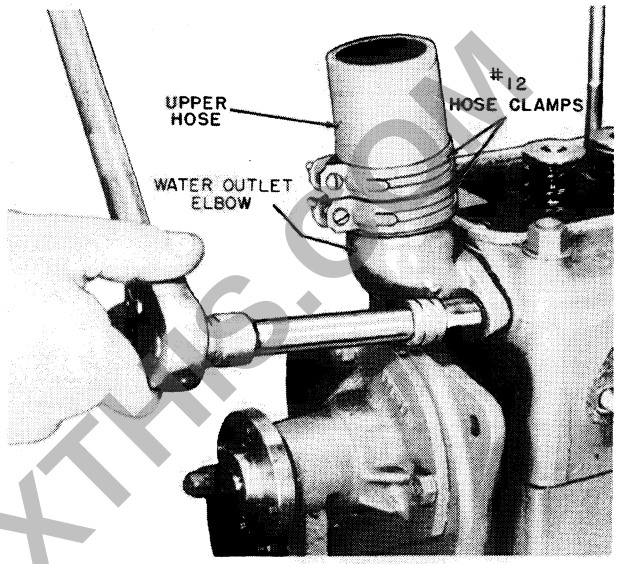

Fig. B-9. Water Outlet Elbow
3. Remove water outlet elbow with hose and thermostat as a unit, Fig. B-9. For further servicing see Fig. B-66, Page B-40.